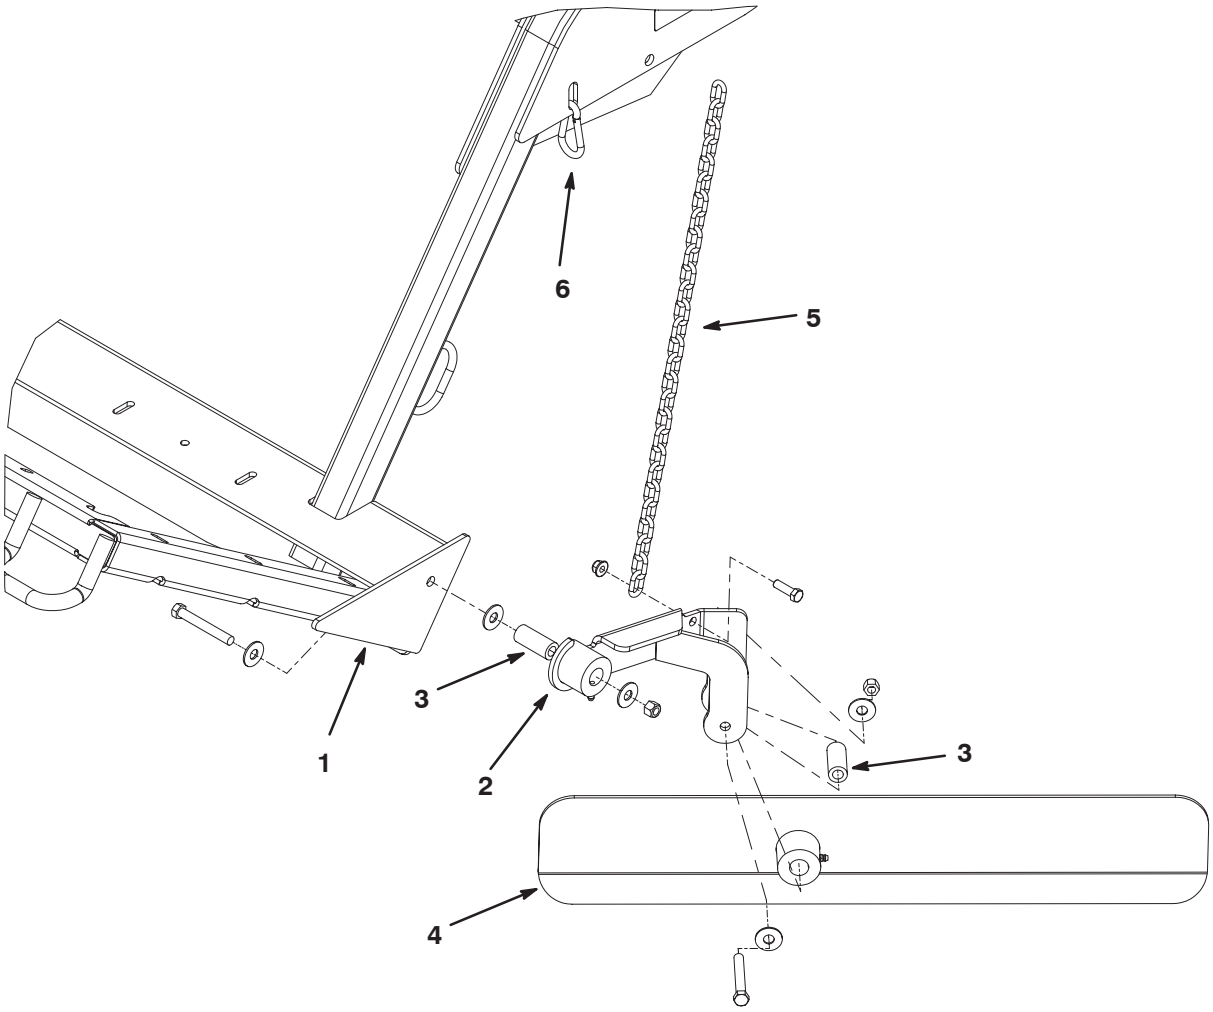

Figure 27
1. Secure the blade mounting assembly to the left end of the sweeper frame with a 7/16 x 3–14” lg. capscrew, (3) flatwashers, a spacer and a locknut. Position components as shown in figure 27.
2. Secure the windrow blade to the mounting assembly with a 7/16 x 3–14” lg. capscrew, (2) flatwashers, a spacer and a locknut. Assembly the components as shown in figure 27. The longer end of the blade is to be positioned away from the sweeper.
3. Secure the chain to the blade mounting assembly with a 3/8 x 1–1/4” lg. capscrew and nut (Fig. 27).
4. Secure the other end of the chain to the slot in the frame with the snap link (Fig. 27).There should be some slack in the chain when connected.